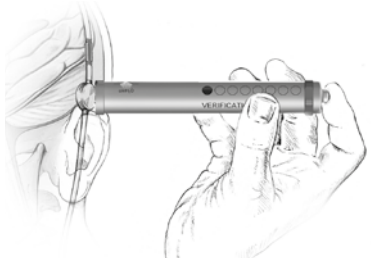

Fig. 8a: Colocación del Instrumento de verificación proSA
2. El Instrumento de verificación *proSA* se coloca centrada sobre la válvula, con la marca del Instrumento de verificación *proSA* señalando al catéter proximal (el catéter colocado en el ventrículo (Fig. 8a).